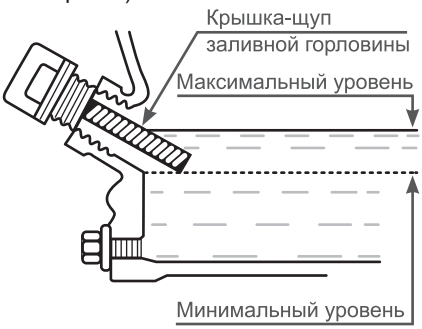

Рис.4 Уровень масла в картере
3. Аккуратно вытащите щуп и осмотрите его. Уровень масла должен соответствовать верхней отметке на щупе.При недостаточном уровне масла в картере (Рис. 4) необходимо долить чистое масло до верхней отметки на щупе (что соответствует нижней кромке заливного отверстия).
Максимальный уровень масла в картере соответствует нижней кромке маслозаливной горловины (Рис. 4).